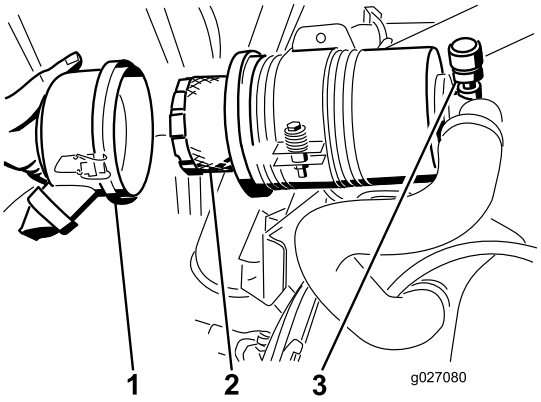

Figur 52
3. Ta bort och byt ut filtret (Figur 52).